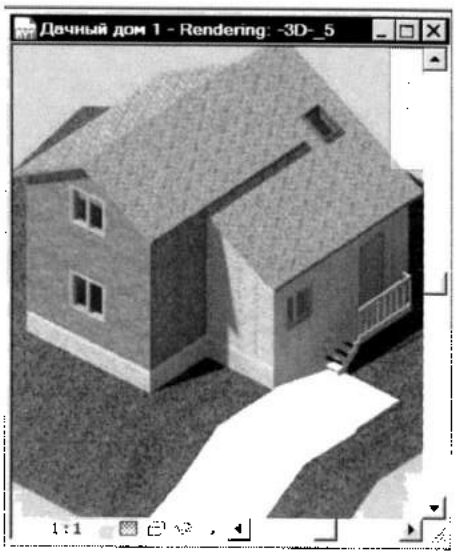

Рис. 1.12. *Тонированное изображение 3М-вида*
Тонированные виды. Как правило, заказчику дополнительно предоставляются тонированные изображения проекта, позволяющие с учетом освещения материалов добиться наибольшей выразительности в осуществлении замыслов архитектора (рис. 1.12).
- **Cascade** (Каскад) – выравнивание всех открытых окон в последовательность перекрывающихся окон (рис. 1.12,б).